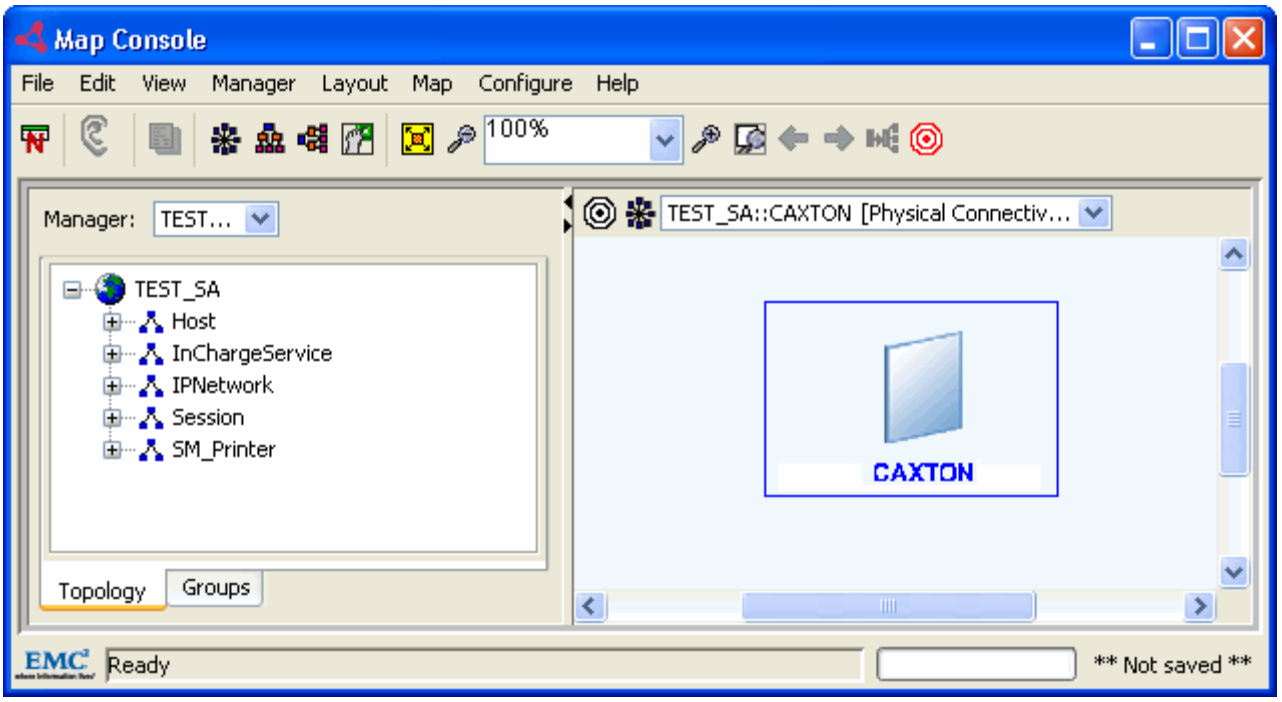

Figure 6 Map view of the SM_Printer instance
3. Right-click the printer instance (**CAXTON** in this procedure) and select **Show Map** from the pop-up menu. The printer instance is displayed in a Map Console, as shown in Figure 6 on page 42.